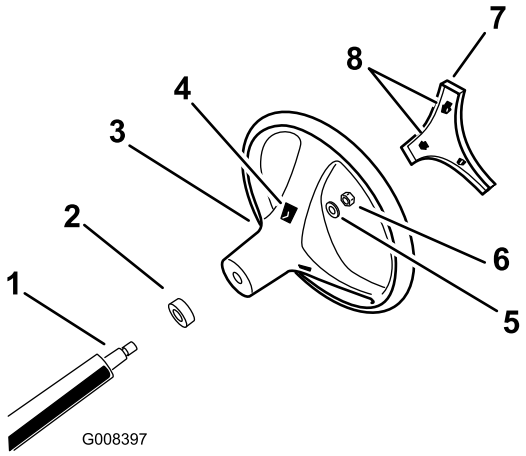

Figur 3
4. Fest rattet til stangen med låsemutteren og stram låsemutteren med et moment på 24–29 Nm, som vist i Figur 3.
5. Juster tappene på dekslet med åpningene i rattet, og trekk dekslet på rattnavet (Figur 3).